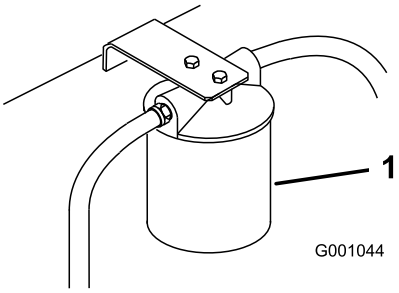

Figur 76
3. Sätt ett tömningstråg under filtret, ta bort det gamla filtret och torka ren filteradapterpackningens yta (Figur 76).